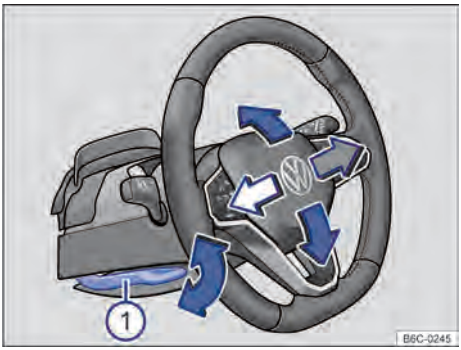

Fig. 64 Embaixo e a esquerda do volante junto com o revestimento da coluna de direção: alavanca de ajuste da posição do volante.
– Empurrar a alavanca para baixo segurando-a pelo seu manípulo → Fig. 64 ①.